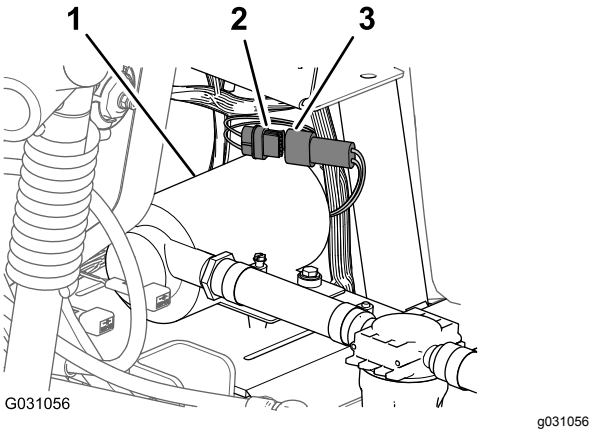

Figuur 186
1. Koppel de stekker met 6 pinnen van de kabelboom van de spoelpomp aan op de stekker met 6 bussen van de achterste hoofdkabelboom (Figuur 186).